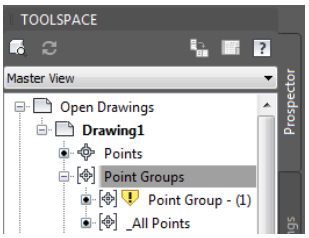

*Figure 2-45 The symbol corresponding to the **Point Groups** indicating the out of date point group*
A point group is called out of date if you add or delete points, or modify properties such as elevation or description of points included in the point group. The out of date point groups are indicated by a yellow symbol displayed in the **Prospector** tab on the left of the point group name, as shown in Figure 2-45. The **Point Group - (1)** is out of date as indicated by the symbol on the left. This shows that some changes have been made in the point group.